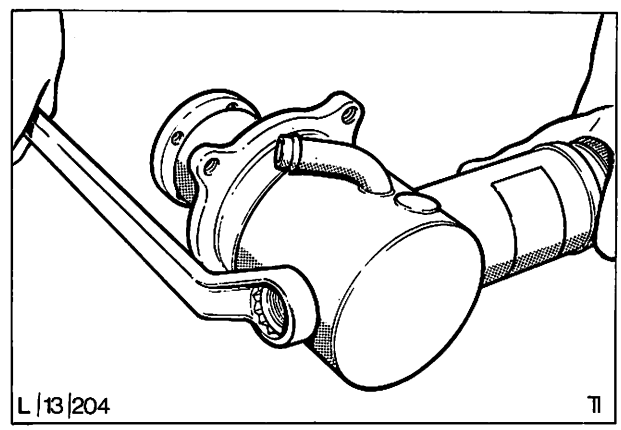

Abb. 67 Lösen des Anschlußstückes – Pumpenauslaß
3. Anschlußstück–Pumpenauslaß lösen, Abb. 67, und Gehäusemantel mit Hilfe eines Dornes lösen. Darauf achten, daß der Gehäusemantel dabei nicht verkantet wird.